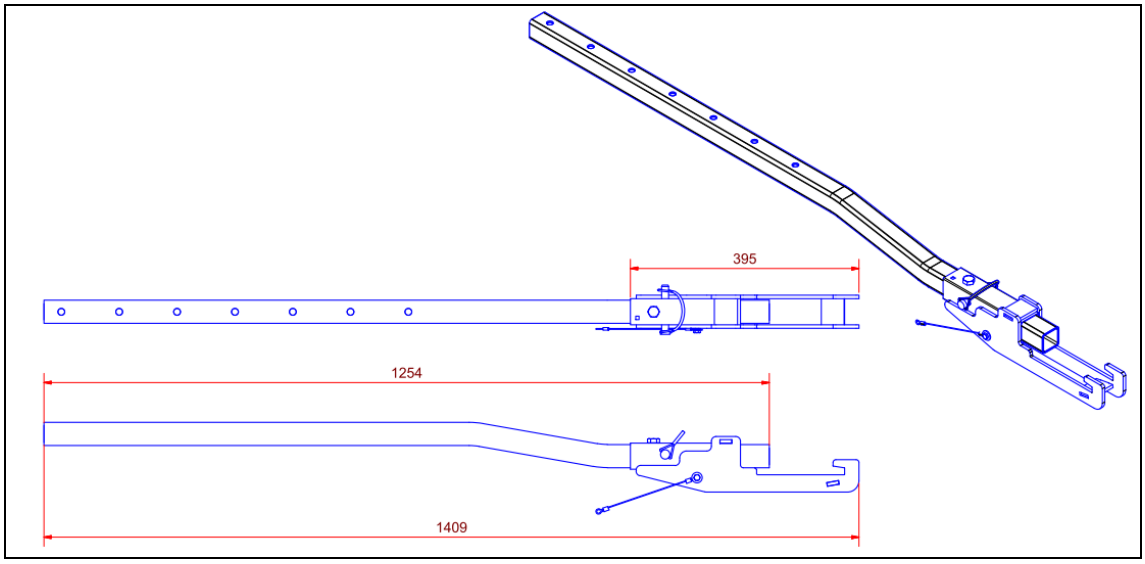

Figura 9 – Dettaglio organo di attacco meccanico
Aprire il morsetto utilizzando l’asola (1) presente sulla staffa. Assicurarsi che i dentini (2) aderiscano perfettamente alla suola della rotaia grazie alla loro particolare forma (apprezzabile in ***figura 9***)